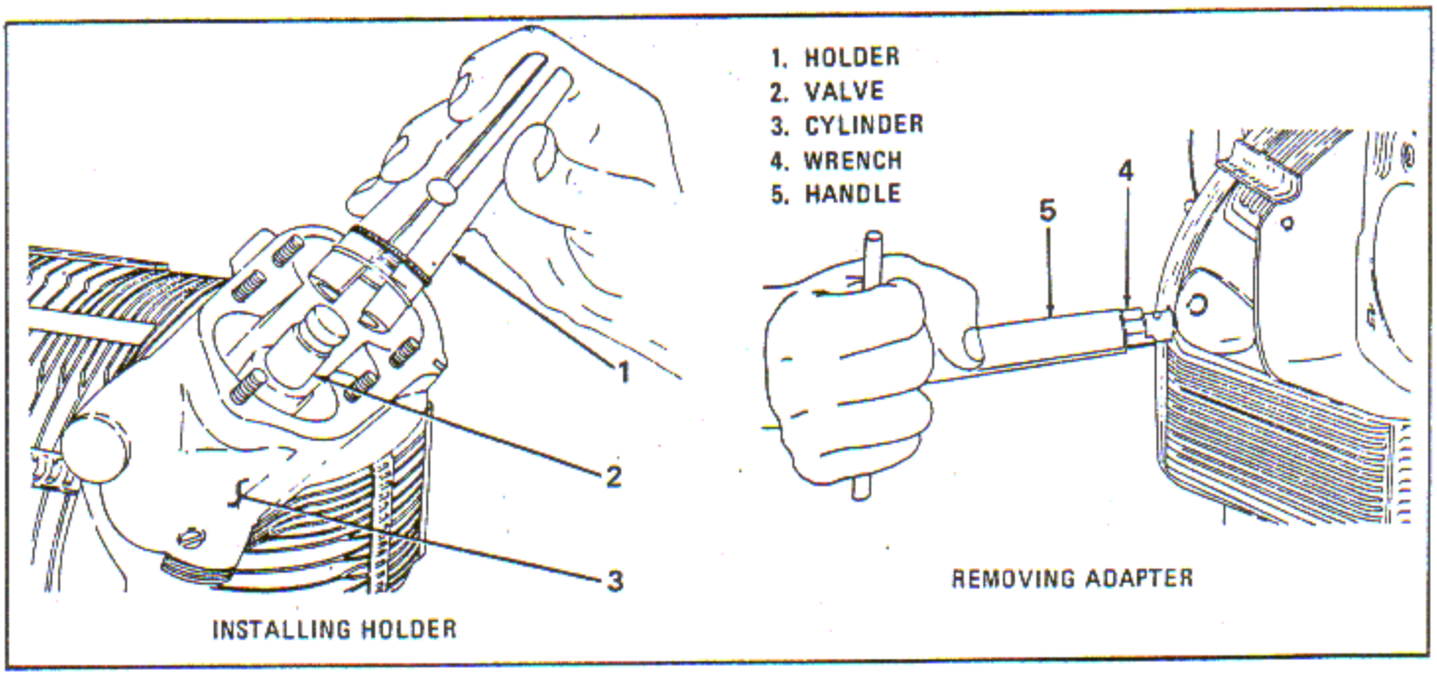

Figure 4-36. Installing Valve Holder and Removing Thermocouple Adapter
d. Install holders (1, figure 4-36) on the intake and exhaust valves (2). Remove the cylinder (3) from stand. Remove the valves from the cylinder.
h. If it is necessary to remove the thermocouple adapter from the cylinder head, use wrench (4, figure 4-36) and a suitable handle (5).